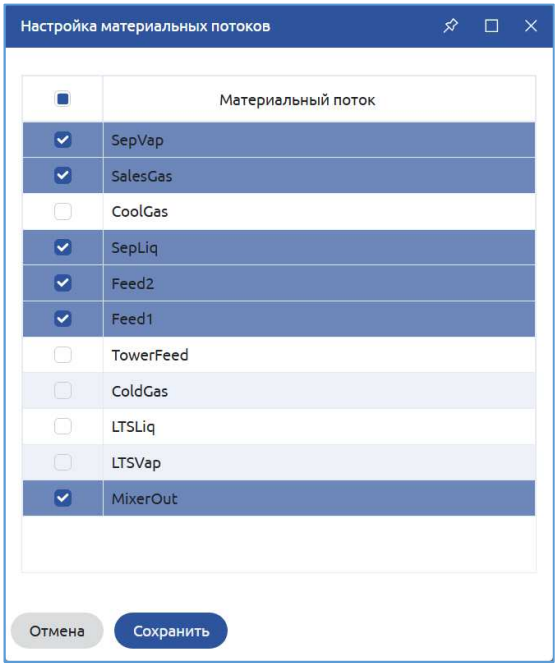

Рисунок 54. Настройка материальных потоков
3. С помощью команды «Настройка списка отображаемых материальных потоков» можно выбрать материальные потоки для отображения. По умолчанию выбраны все потоки (Рисунок 54).